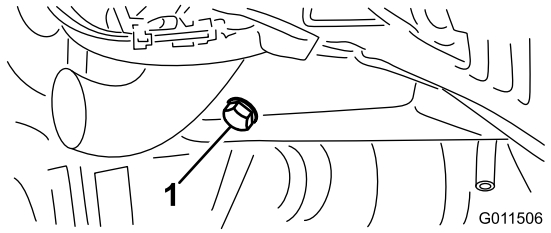

Figura 53
1. Retire cualquier de los tapones de vaciado (Figura 53) y deje fluir el aceite a un recipiente apropiado. Cuando el aceite deje de fluir, coloque el tapón de vaciado.